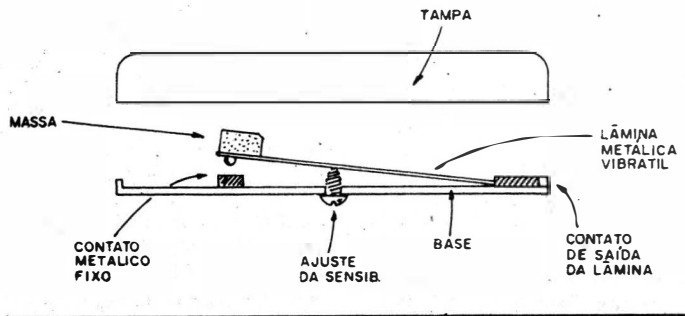

Fig.5
- **FIG. 5** - DETALHAMENTO DO SENSOR DE BALANÇO-MOVIMENTO-VIBRAÇÃO, E EXPLORAÇÃO DAS OUTRAS POSSIBILIDADES A RESPEITO... - Conforme já foi dito, o sensor de balanço, encontrado pronto nas lojas, contém uma simples lâmina metálica flexível, vibrátil, fixada por um dos seus extremos (que também serve como contato elétrico...), e tendo, na outra ponta, uma espécie de massa ou "peso" que "sensibiliza" a dita lâmina a qualquer impulso ou força externamente aplicada (na forma de movimentos bruscos, mesmo que de pequena intensidade...). Um contato metálico fixo pode (ou não...) receber o "toque" da lâmina, a partir da vibração a ela imprimida pelo movimento do conjunto... Um parafuso, estrategicamente colocado junto à lâmina, permite um ajuste da sensibilidade geral do dispositivo, já que - pelo seu giro cuidadoso - é possível manter (sob "repouso"...) a extremidade livre da dita cuja **mais**, ou **menos** próxima do contato fixo (quanto mais próximos repousarem os contatos, mais sensível fica o conjunto...). O Hobbysta "macaco velho", observando com atenção o diagrama, não encontrará - acreditamos - dificuldades em "reproduzir" artesanalmente o dispositivo, usando uma lâmina de lata, alguns parafusos e porcas, uma base de plástico ou madeira, essas coisas... O BAMUS permite, pelos seus requisitos de comando eletrônico, partir de um sensor **normalmente aberto** ou **normalmente fechado**. Na segunda opção, bastará ajustar o parafusinho de sensibilidade, até que a lâmina "ligeiramente encoste" no contato fixo... Em tal condição, um leve "peteleco" no conjunto gerará - ainda que brevemente - uma "abertura" da ligação, evento que **também** pode comandar as funções circuitais do BAMUS...! Quem quiser sofisticar (às custas de um preço mais elevado no componente...) o sensoreamento do BAMUS, poderá ainda usar, no lugar do sensor de lâmina, um interruptor de mercúrio, constando de uma ampola de vidro com dois eletrodos metálicos internos (externamente acessíveis, para as ligações ao circuito...) que podem, ou não, serem "curto-ciruitados" por uma gota de metal líquido contida na dita ampola... O funcionamento geral do BAMUS, com sensor a interruptor de mercúrio, será, ao mesmo tempo (se permitirem uma brincadeira semântica...) **igual** e **diferente** ao verificado com sensor de lâmina... Embora a reação seja parecida, em movimentos "largos" imprimidos ao bastão, nos movimentos mais "tênues" o sensor de mercúrio simplesmente não reagirá... Entretanto, simplesmente inclinando ou virando o bastão de "cabeça pra baixo", o sensor de mercúrio promove a alteração do estado do contato (de